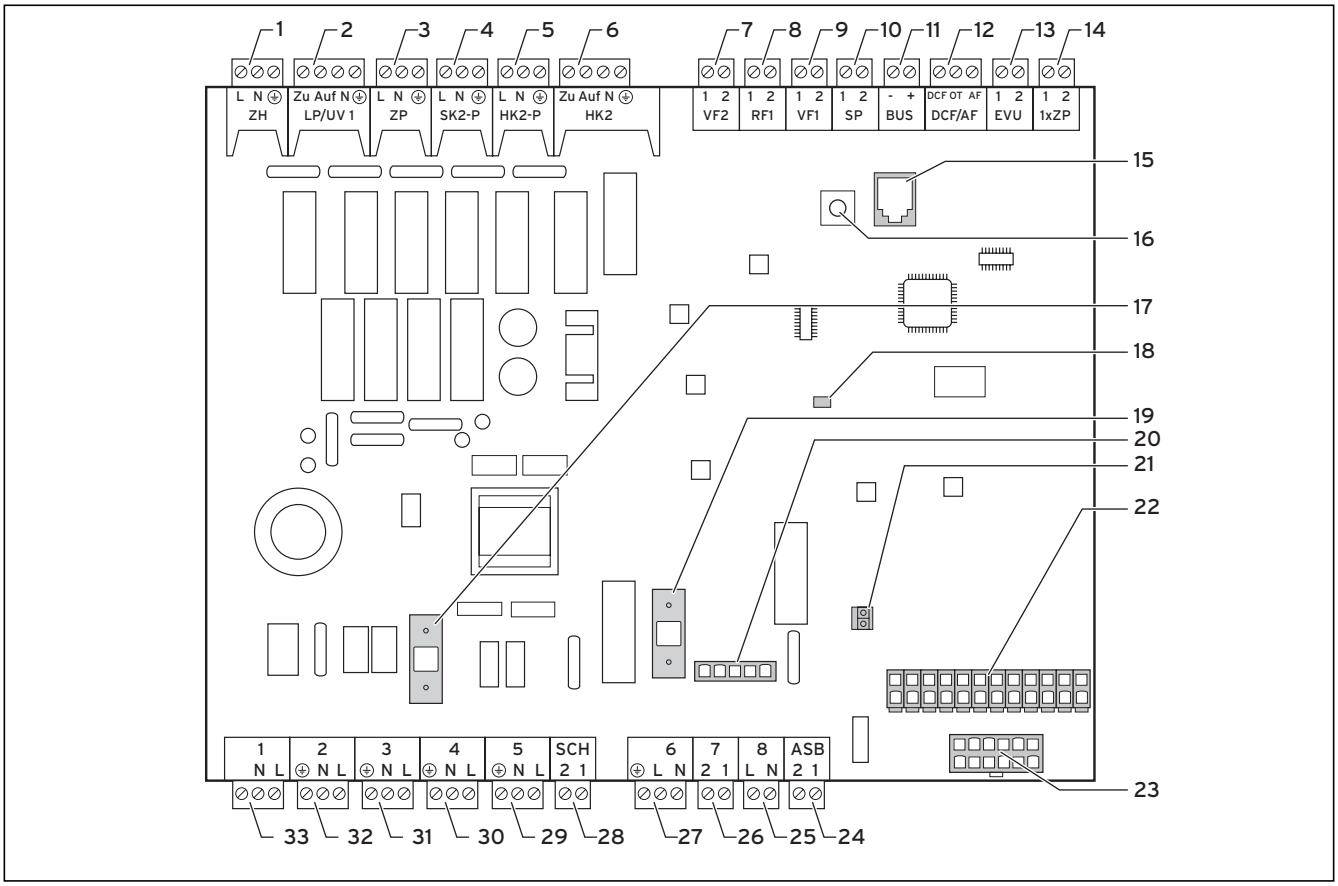

**Afb. 6.6 Thermostaatprintplaat**
- Sluit het relais voor het toongemoduleerde signaal op klem 13 "EVU" (zie afb. 6.6) aan, als dit door de netexploitant wordt gevraagd. Met dit signaal wordt bij gesloten contact de warmtepomp geblokkeerd.
**Legenda bij afb. 6.6**